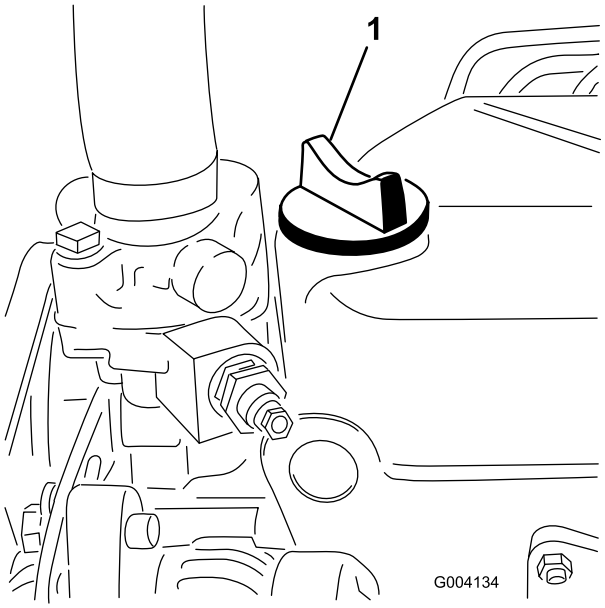

**Figuur 28**
5. Als het oliepeil beneden de Vol-markering staat, verwijdert u de vuldop (Figuur 28) en vult u bij met olie totdat het oliepeil de Vol-markering op de peilstok bereikt.